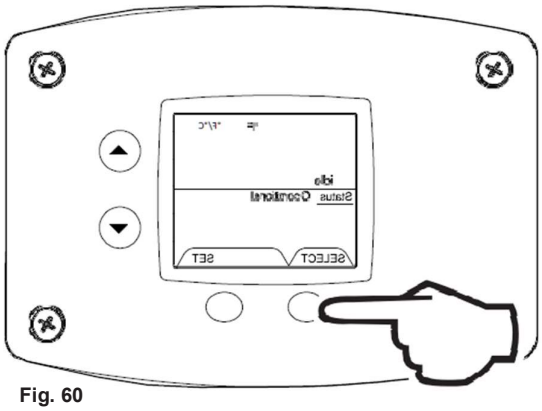

Fig. 60
1. While in 'Service Mode', press 'Select' button until ''°F/°C' is shown in the upper right portion of the water heater display (Fig. 60).